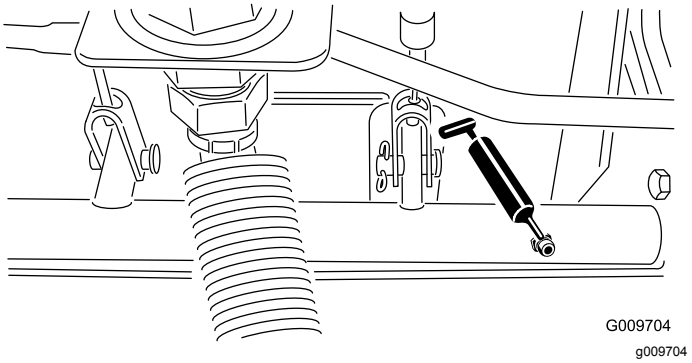

Figura 48
- Cojinetes del pivote del eje de freno (5) (Figura 48)